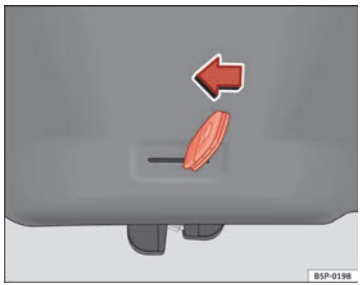

Abb. 66 Heckklappe: Notöffnung
– Den Schlüsselbart in den Schlitz stecken und das Verriegelungssystem entriegeln, indem der Schlüssel von rechts nach links in Richtung Pfeil bewegt wird ⇒ Abb. 66.